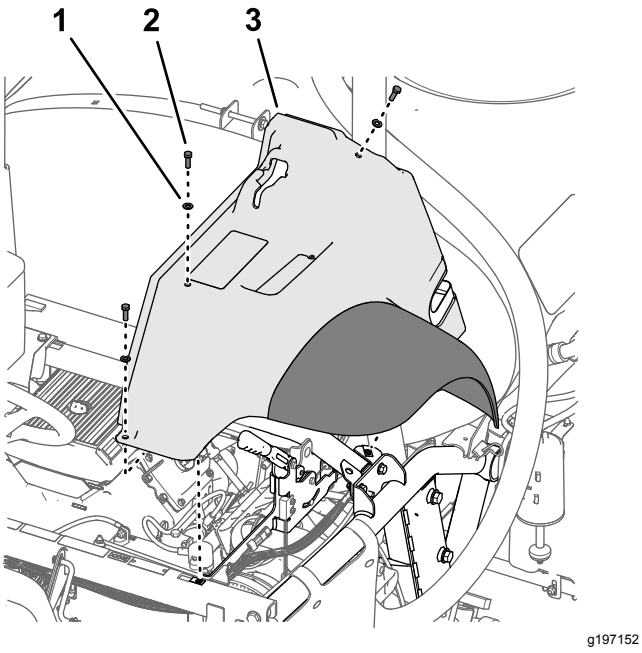

Figur 9
2. Afmonter de 3 bolte (5/16 x 1 tomme) og 3 spændeskiver (5/16 tomme), der fastgør skærmen til maskinens stel (Figur 9).